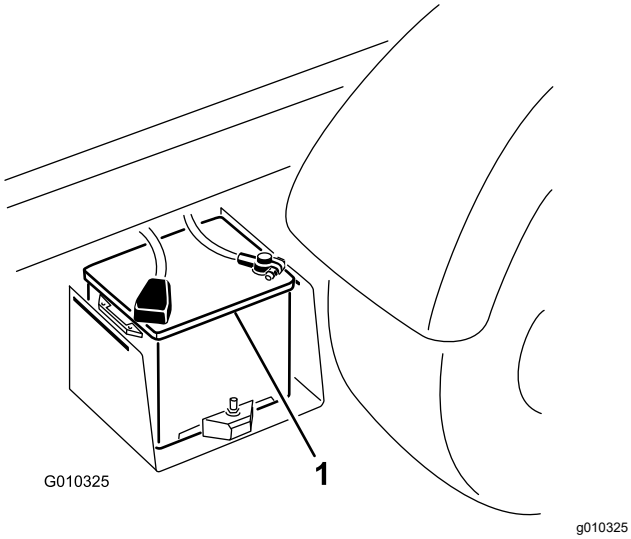

Figur 51
2. Forbind et startkabel mellem pluspolerne på de to batterier (Figur 51).